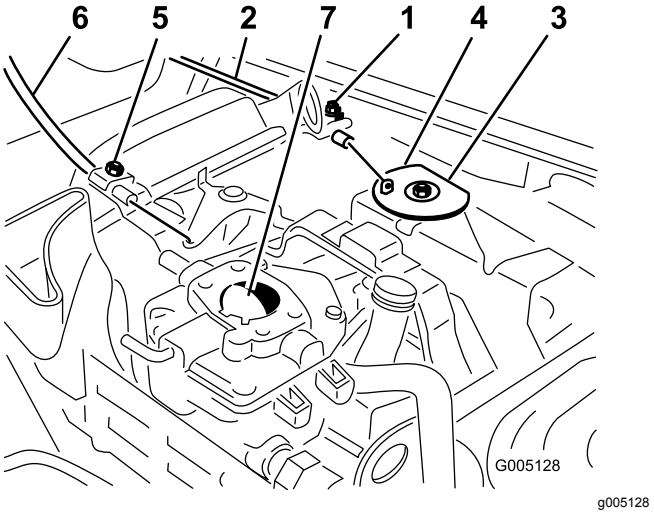

Figur 48
1. Løsn kabeltilspændingsskruen, der fastgør kablet til motoren (Figur 48).
3. Hiv bestemt i gashåndtagskablet, indtil bagsiden af drejeleddet er i kontakt med stop (Figur 48).
3. Træk kraftigt i chokerkablet, indtil chokerventilen er helt lukket. Stram dernæst kabeltilspændingsskruen (Figur 48).